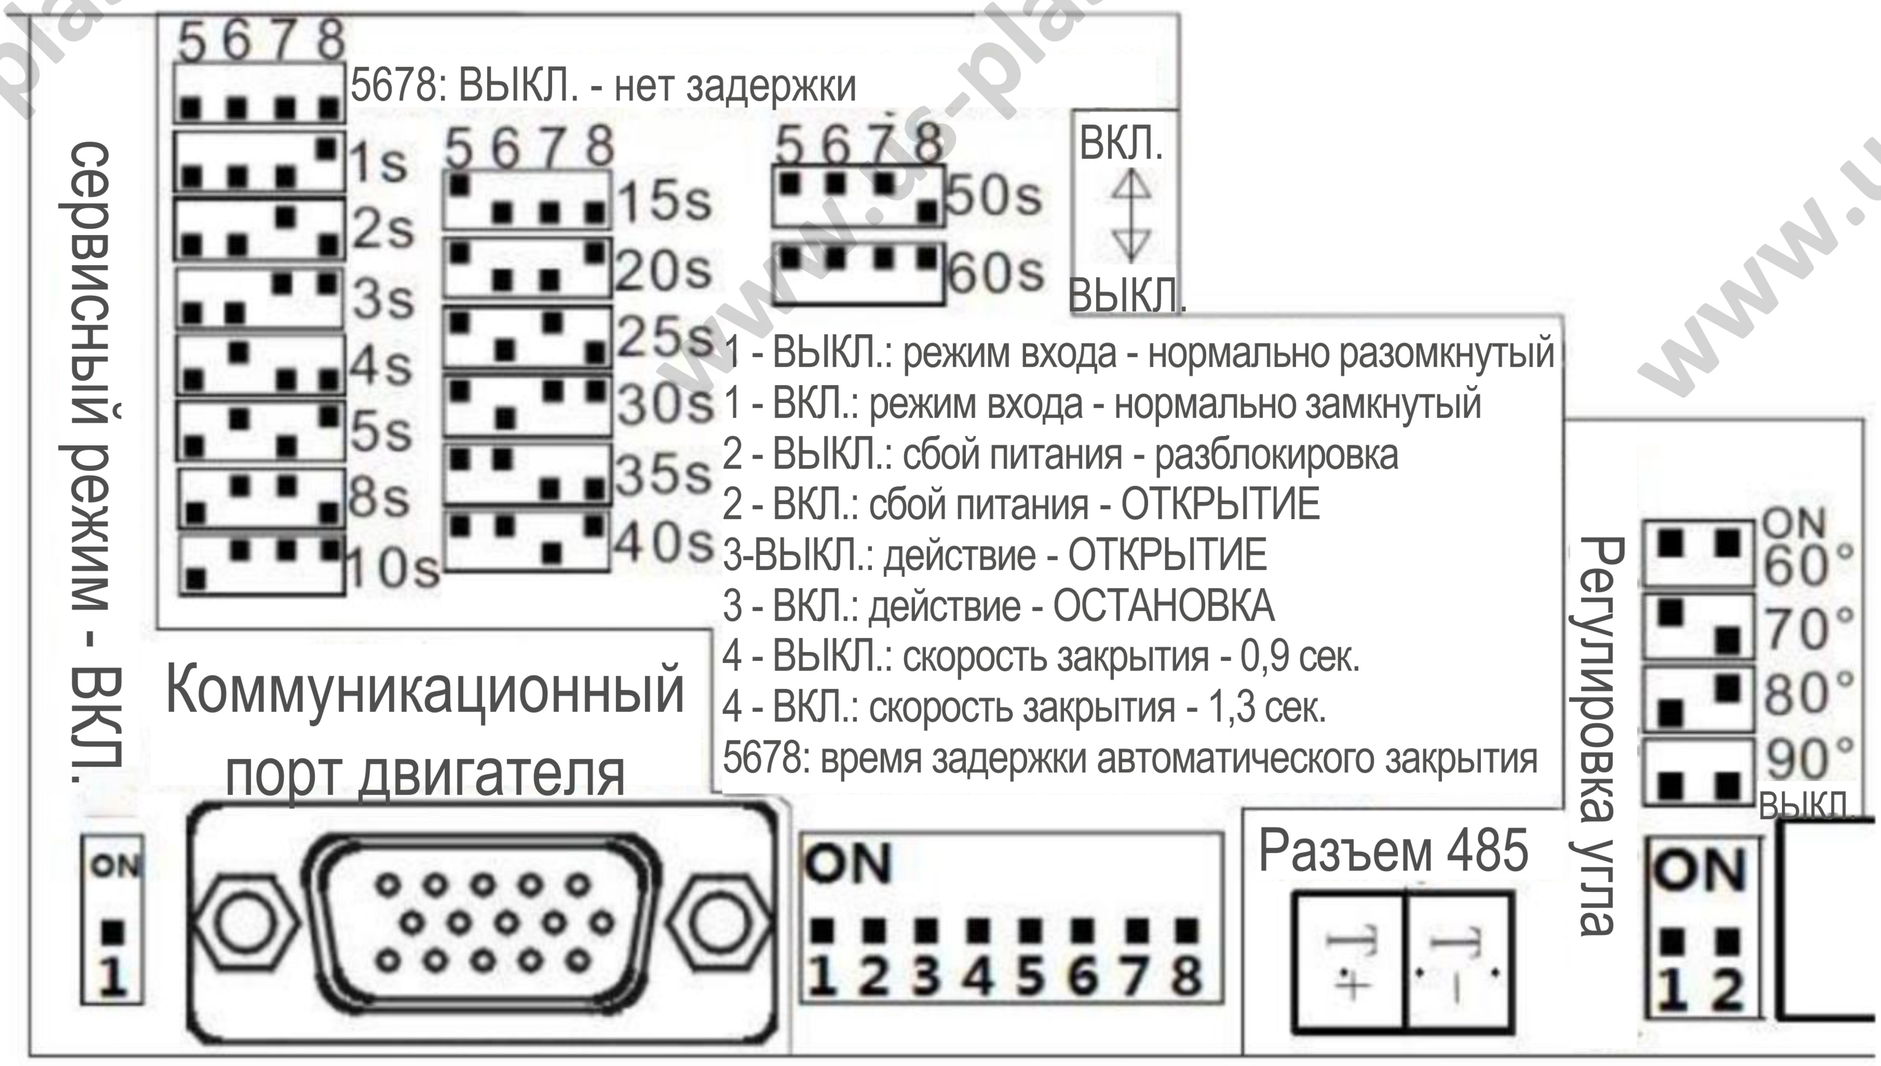

Рис. 5.2
5. ДИП-переключатели 5, 6, 7, 8 используются для автоматического опускания стрелы с задержкой. Можно задать время задержки автоматического опускания стрелы 1, 2, 3, 4, 5, 8, 10, 15, 20, 25, 30, 35, 40, 50 или 60 секунд, как показано на **рис. 5.2.**